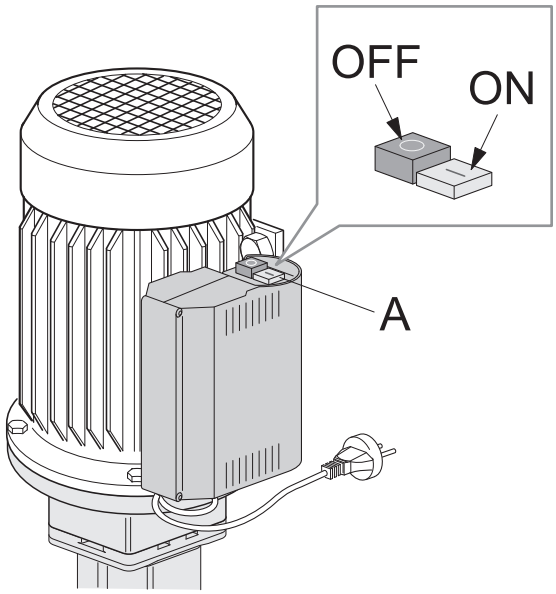

Fig. 6
- Antes de cada operación de mantenimiento y en general al final de cada uso, **es obligatorio** cortar la alimentación eléctrica moviendo el interruptor (**A**) del motor eléctrico hacia la posición “0” (apagado) (**fig. 6**) y desconectar el enchufe del cable de alimentación de la toma del local de instalación.